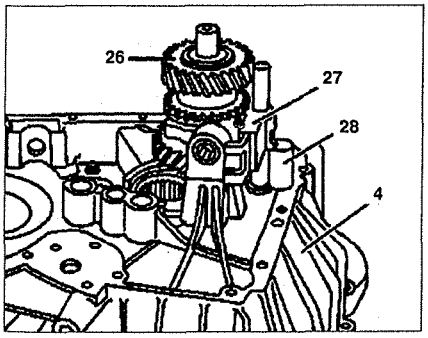

Рис. 6.12. Разборка и сборка коробки передач:
15. Снимите ведущий **22** и выходной **21** валы вместе с вилками переключения передач **20**, **23** и **24** вместе с корпусом сцепления (см.рис.6.11). Вилка **27** должна быть в нейтральном положении (см.рис.6.12). Вставьте 40-мм распорную втулку.